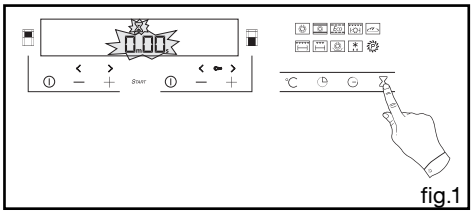

fig.1
- Appuyez sur la touche ⌛ (fig.1).